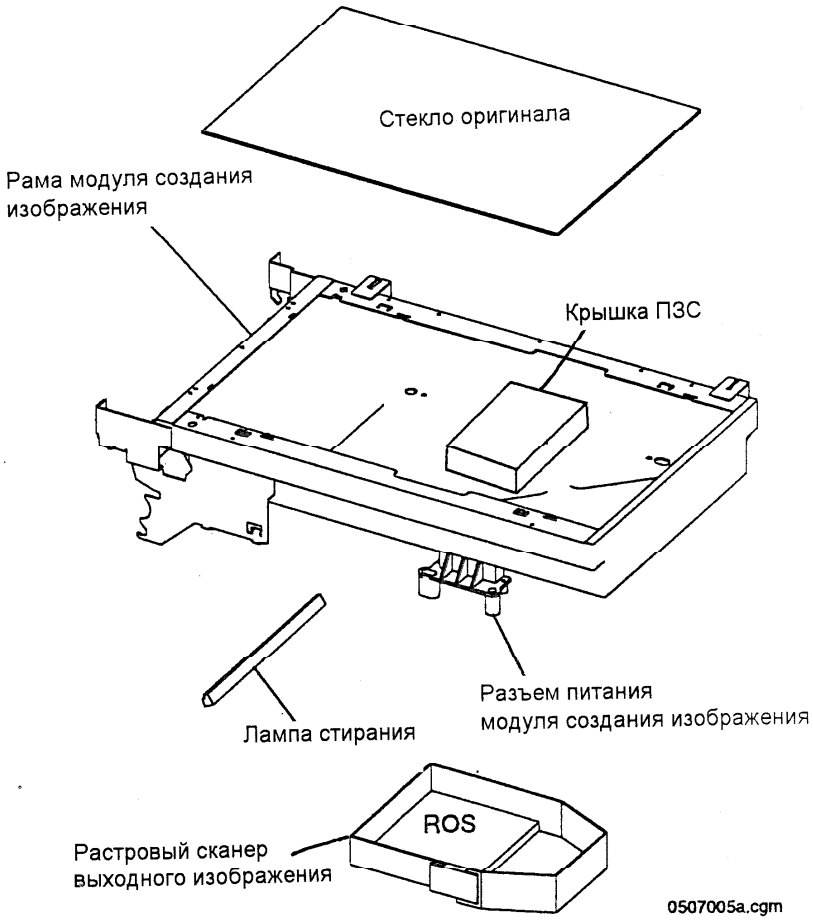

Рис. 4. Модуль создания изображения (без кареток)
- Модуль создания изображения соединен с блоком питания/управления посредством **разъема питания модуля создания изображения** (см. рис. 4).